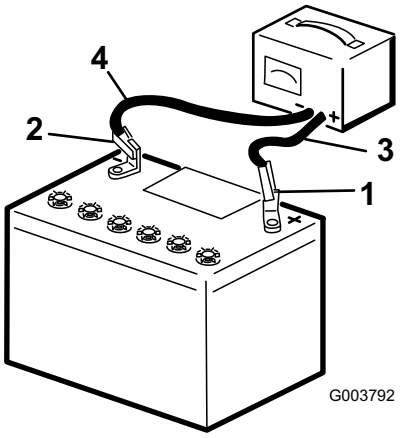

Figura 29
3. Cargue la batería durante 10 a 15 minutos a 25–30 amperios, o durante 30 minutos a 4–6 amperios (Figura 29). No sobrecargue la batería.
4. Cuando la batería esté completamente cargada, desconecte el cargador de la toma de electricidad, luego desconecte los cables del cargador de los bornes de la batería (Figura 29).